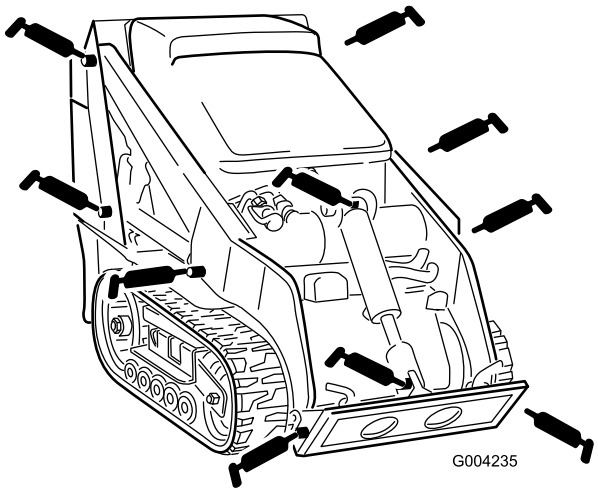
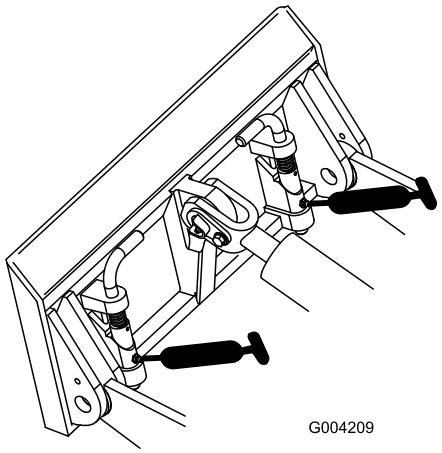

Figuur 30
Figuur 31
3. Sluit een smeerpistool aan op elke smeernippel (Figuur 30 en Figuur 31).